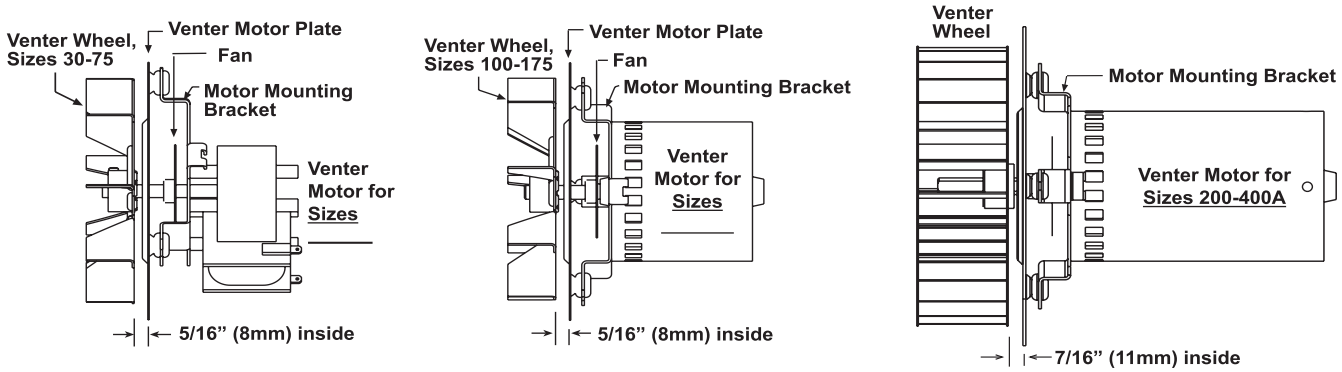

Figure 24. Venter Wheel Position on Shaft
6. Reassemble with replacement venter motor and wheel. Ensure that venter wheel is properly positioned on shaft (see **Figure 24**).